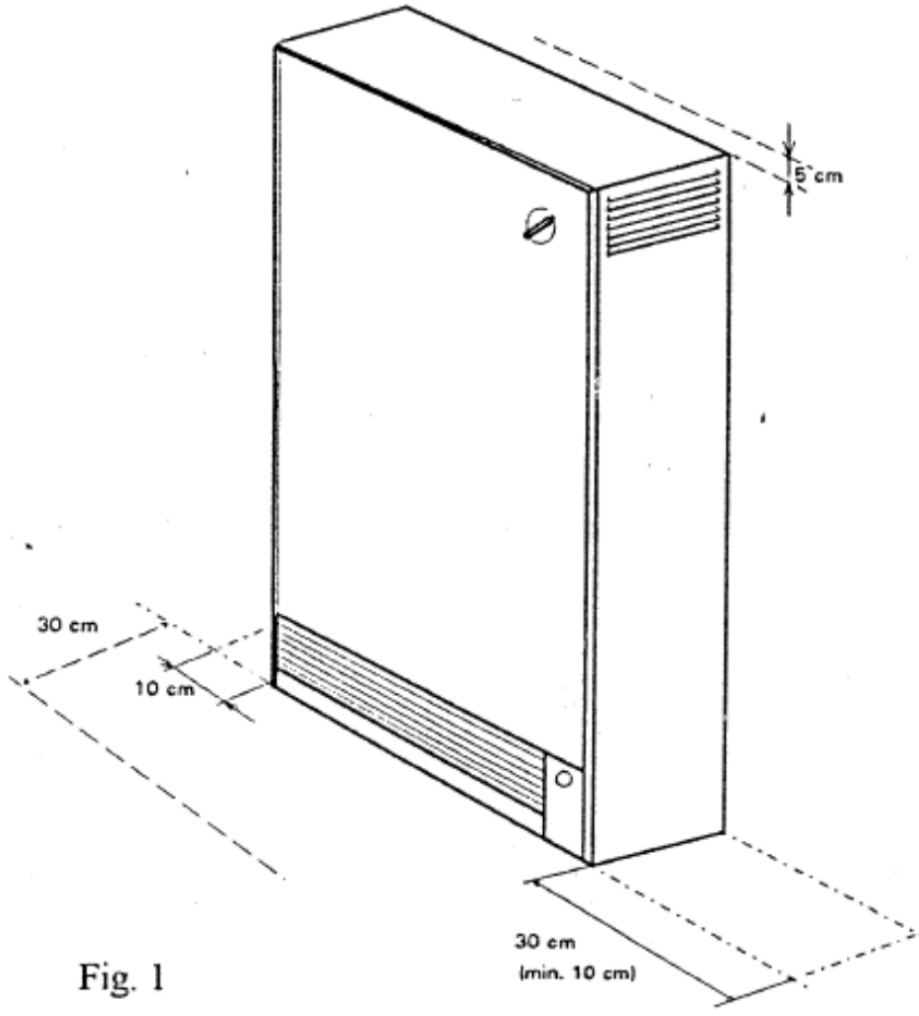

Fig. 1
- *On tiendra l'appareil écarté du mur en utilisant le distancier prévu à cet effet (fig. 3) et on veillera à bien dégager l'entrée et la sortie d'air. Il faudra également veiller à ne rien placer sur ou contre l'appareil. Attention notamment aux rideaux et tentures. Respecter au minimum les distances indiquées figure 1.*